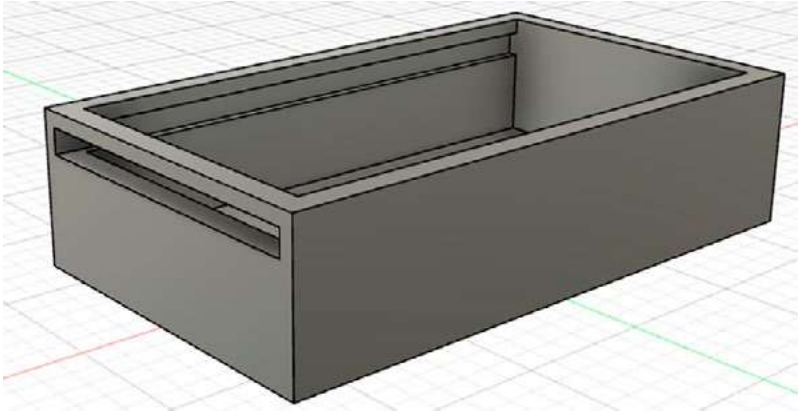

Рис. 16. Вырезанный паз
8. Вырежите паз в корпусе инструментом EXTRUDE (рис. 16).